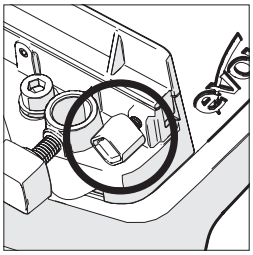

Rys. 5
- poluzować śrubę **(Rys. 5)**.